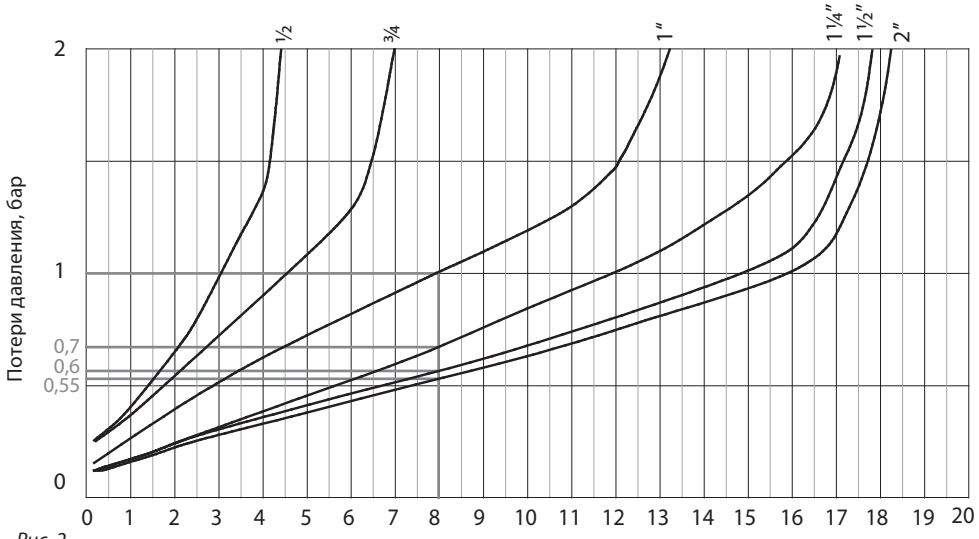

Рис. 2.
2) Выбрать условный проход редукционного клапана 11BIS (рис. 2).
Падение давления в каждом случае зависит от условного прохода клапана и расхода среды через клапан и может быть определено по диаграмме на рис. 2;
Требуемый расход среды через клапан — 8 м³/ч. Согласно диаграмме (рис. 2) для расхода 8 м³/ч можно выбрать клапаны с условными проходами: DN 25, 32, 40, 50.